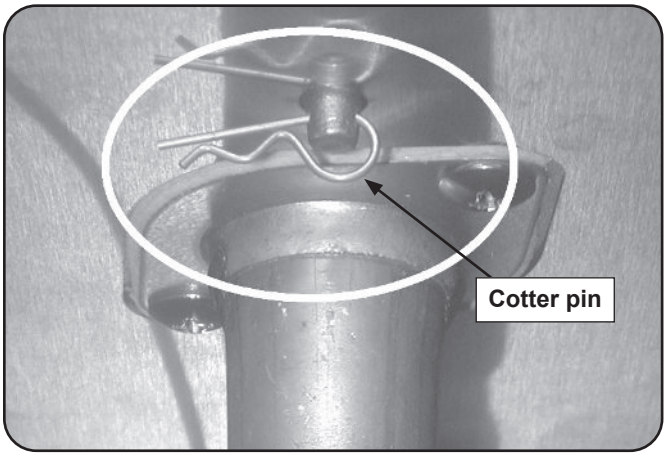

Fig. 52-1 Remove cotter pin
3. Reach up under the burner support and remove the cotter pin (see Fig. 52-1), located at the rear of the burner pipe.